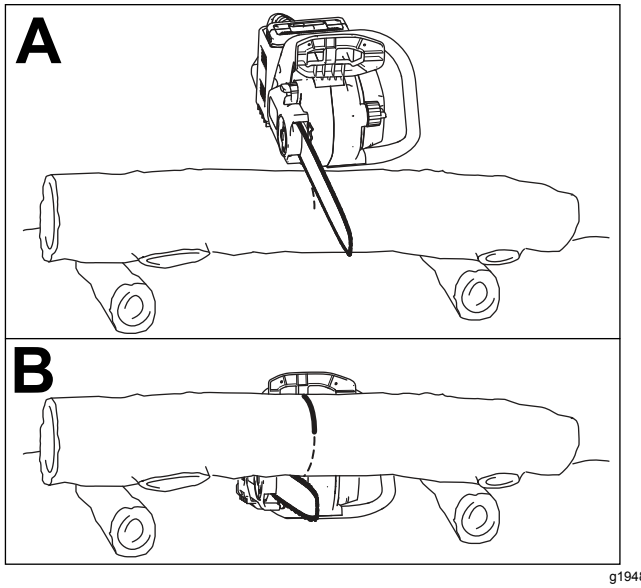

Figura 19
- Para cortar ramas de un árbol caído o trozar el tronco del árbol, separe el tronco del suelo (de preferencia sobre un caballete); consulte Figura 19.